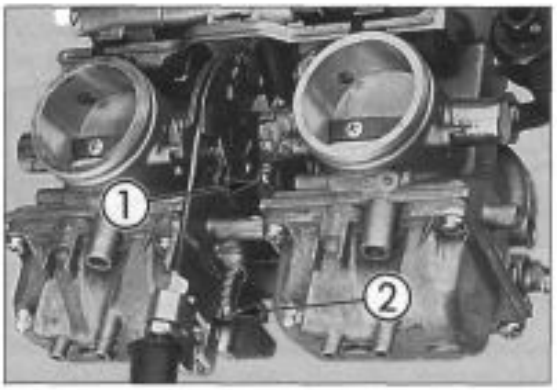

Bild 16
- Durch Drehen der Abgleich- bzw. Synchronisierschraube (Bild 16), beide Vergaser auf gleichen Unterdruckwert einstellen.
- Abschliessend Schraubenverschlüsse (gegebenenfalls mit neuen Dichtscheiben) am Einlass-Stutzen wieder anbringen und Leerlaufdrehzahl kontrollieren. Leerlaufdrehzahl durch Drehen der Anschlagschraube (Bild 16) auf 1200 - 1300/min einstellen.